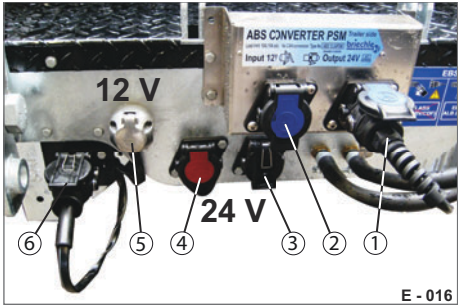
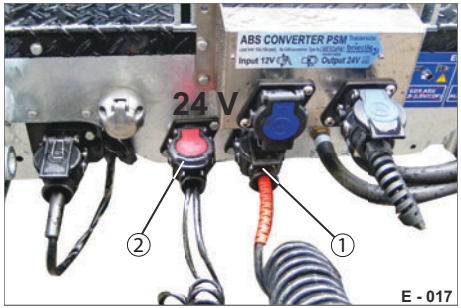
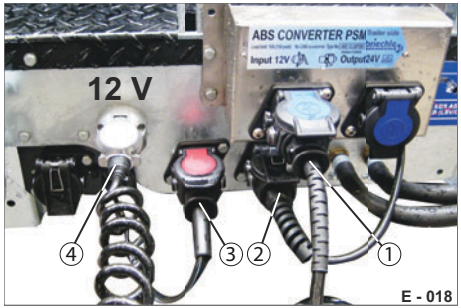
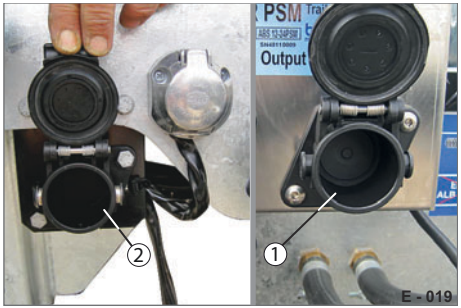

Abb. 11 Spannungswandler - Anschlüsse
Abb. 12 Verbindung bei 24 V-Betrieb
Abb. 13 Verbindung bei 12V-Betrieb
Abb. 14 Parkdosen geöffnet
▶ Stecken Sie das ABS-Kabel (Abb. 12/1) von Zugmaschine in die Dose (Abb. 11/3) für ABS-Anschluss.
▶ Stecken Sie das Elektrik-Kabel (Abb. 12/2) von Zugmaschine in die Dose (Abb. 11/4) für Elektrik-Anschluss.
▶ Stecken Sie das ABS-Kabel (Abb. 13/1) von Zugmaschine in die Dose (Abb. 11/2) für ABS-Anschluss.
▶ Stecken Sie das Elektrik-Kabel (Abb. 13/4) von Zugmaschine in die Dose (Abb. 11/5) für Elektrik-Anschluss.
▶ Stecken Sie den ABS-Stecker (Abb. 11/1) des Spannungswandlers in die Parkdose (Abb. 14/1).
▶ Stecken Sie den Elektrik-Stecker (Abb. 11/6) des Spannungswandlers in die Parkdose (Abb. 14/2).